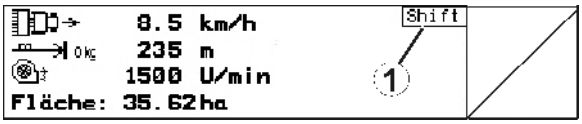

Fig. 10
- If the Shift key is active, this is indicated on the display (Fig. 10/1).